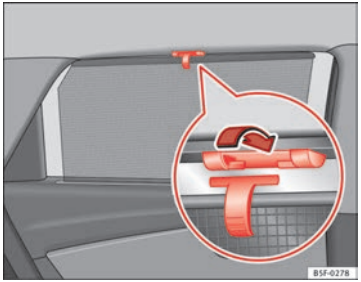

Fig. 69 Rear window: sun blind
– Pull out the blind and attach it to the hook at the top of the door frame, in the centre ⇒ Fig. 69. ■